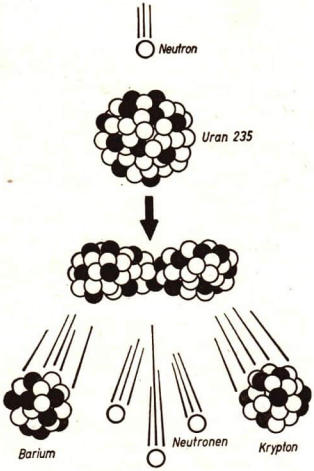

Abb. 237/1
3. Die Kettenreaktion. Bei der Kernspaltung läuft noch ein anderer wichtiger Vorgang ab, der ebenfalls im Jahre 1939 von *Irène* und *Frédéric Joliot-Curie* entdeckt wurde. Sie stellten fest, daß außer den beiden Bruchstücken noch ein bis drei Neutronen frei werden. Man bezeichnet sie als *Spaltneutronen*. Eine häufig beobachtete Kernspaltung ist die folgende (Abb. 237/1):